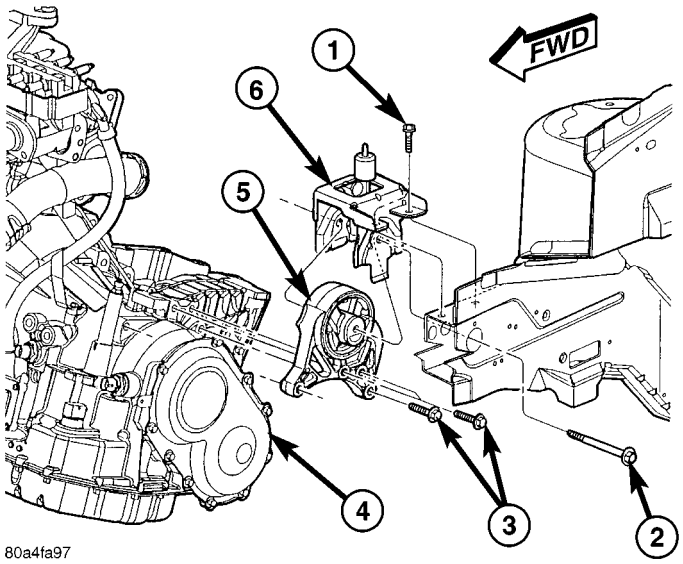
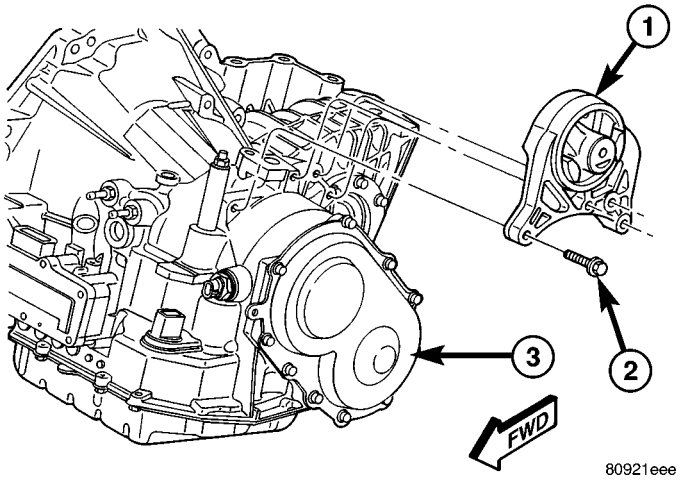

Fig. 80 Left Mount To Bracket
Fig. 81 Left Mount - 41TE Transaxle
(6) Remove the left mount through frame rail bolt (Fig. 80).
(7) Lower transaxle for access to horizontal bolts.
(8) Remove the horizontal bolts from the mount to the transaxle (Fig. 81).
(1) Install left mount on transaxle (Fig. 81).
(2) Raise transaxle with jack until left mount is in position.
(3) Install left mount through bolt (Fig. 80).